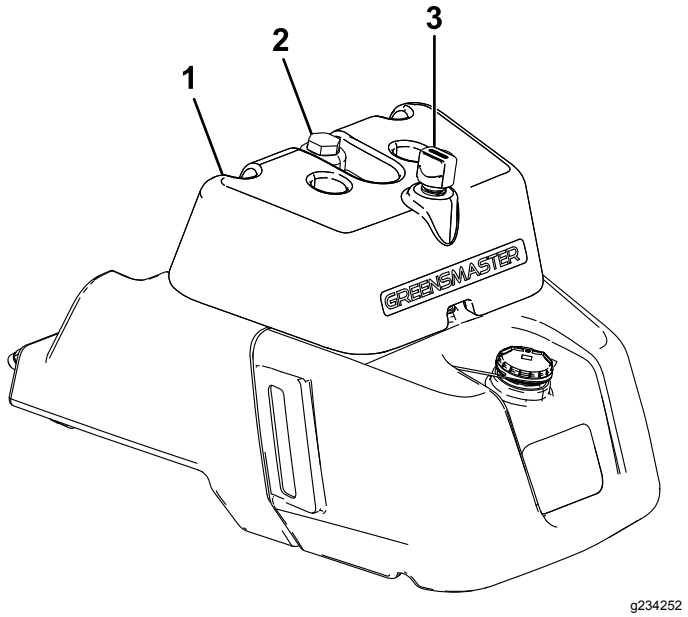

Figuur 44
- Als uw tank over een kijkglas beschikt, controleert u daar het oliepeil (Figuur 44) en gaat u verder met stap 5.